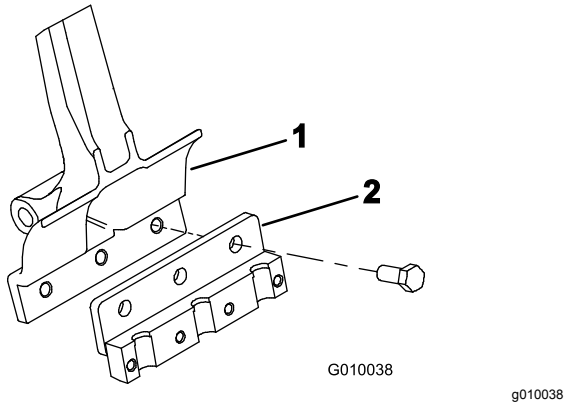

Figuur 24
3. Monteer een tandhouder op elke arm (Figuur 24) met behulp van 3 bouten (½" x 1¼"). Draai de bouten aan tot 101,6 N·m.